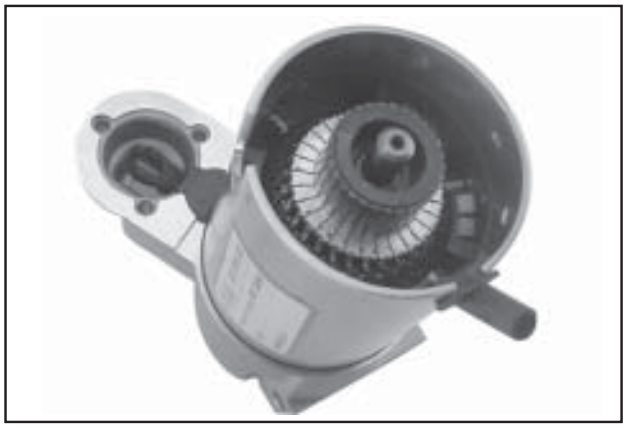

Figure 8-65. Installing Frame and Drain Tube.
8. Install the frame, with the small notch forward, onto the armature and drive end cap. Align the notch with the corresponding section in the rubber grommet. Install the drain tube in the rear cutout, if it was removed previously. See Figure 8-65.